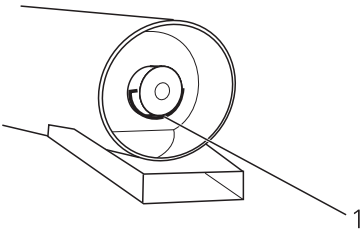

Fig. 11: Replace sliding bearing
- Remove metal clamp (Fig. 11, 1)